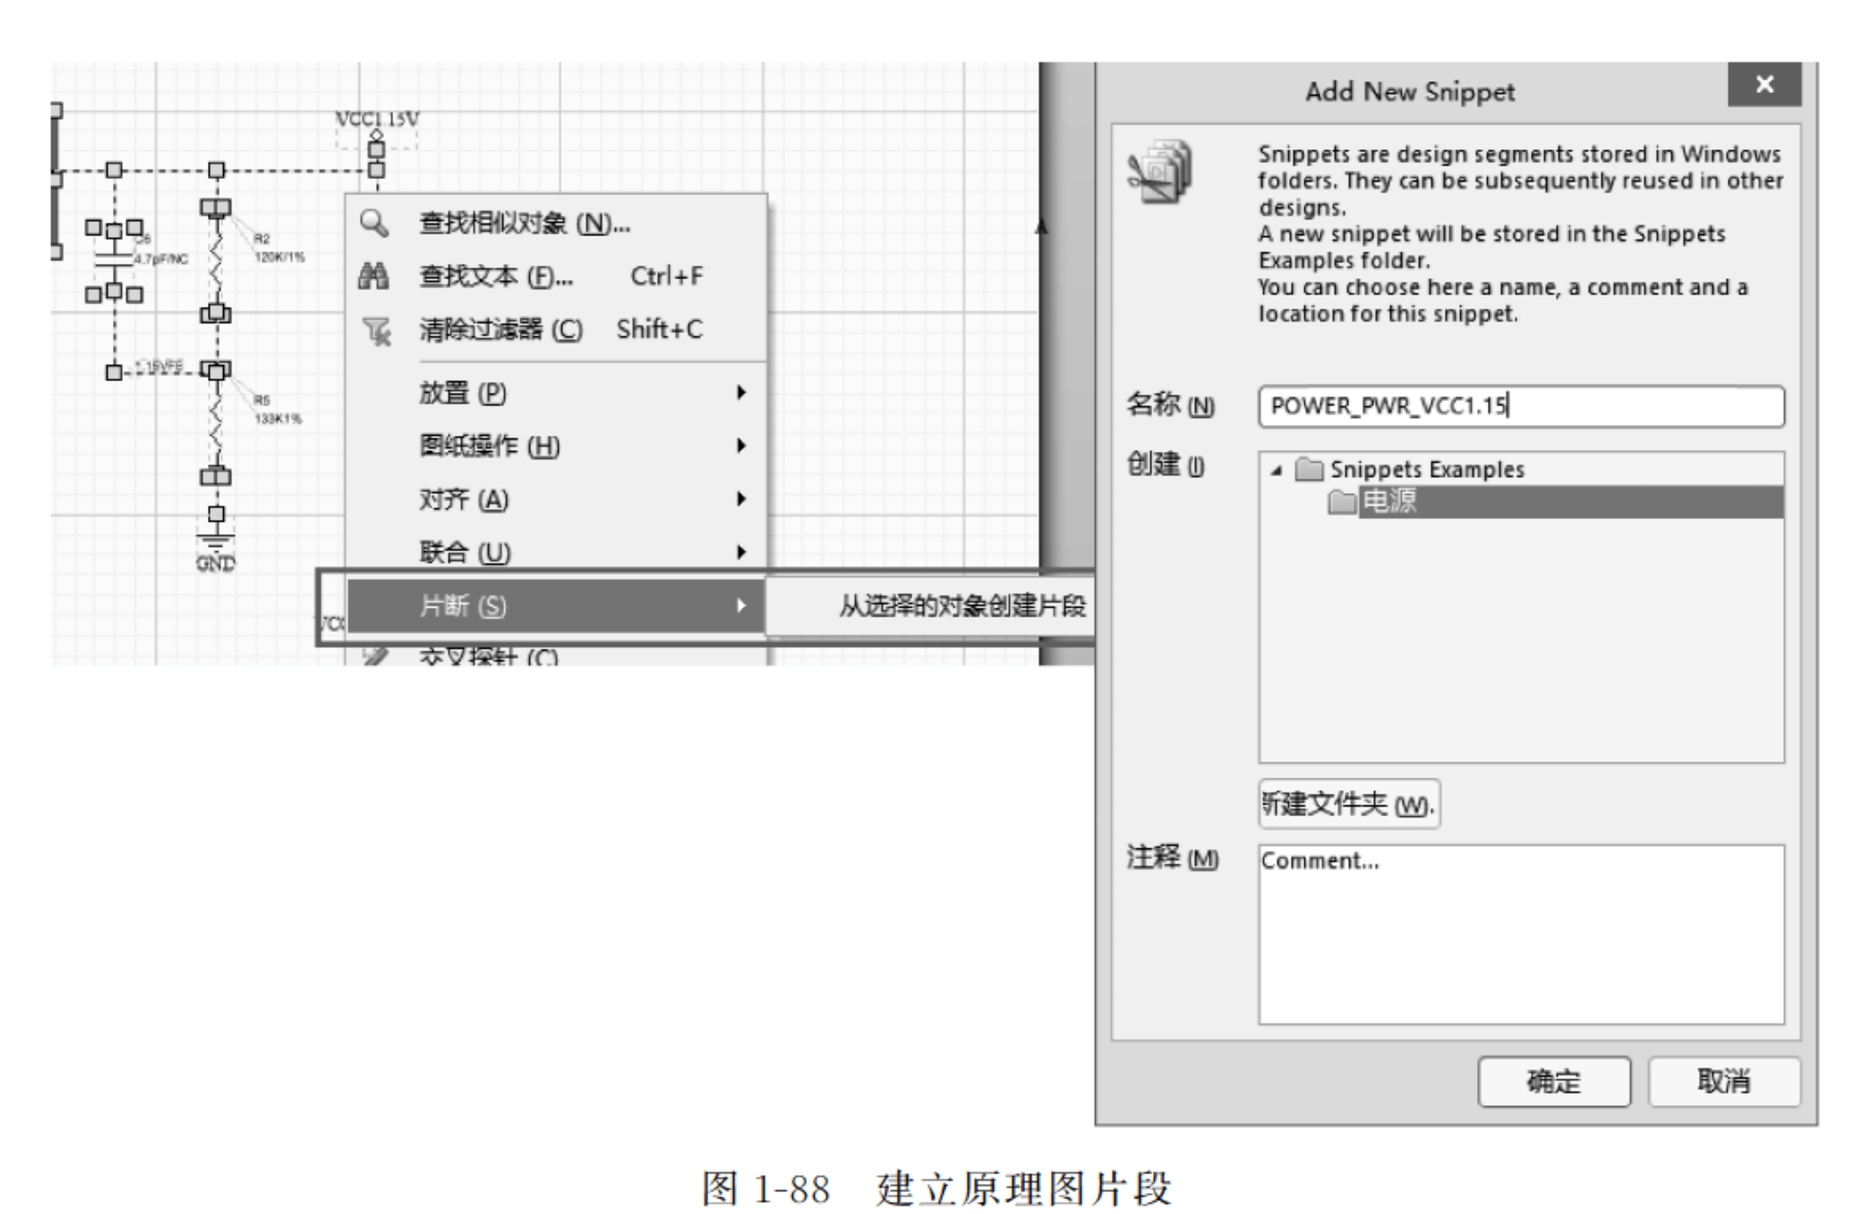

图 1-88　建立原理图片段
(4) 建立原理图片段。选择原理图中需要复用的功能模块,右击,从弹出的快捷菜单中执行“片段”→“从选择的对象创建片段”命令,在弹出的对话框中输入功能模块的名称,并建立相应的分类子目录,如图 1-88 所示。